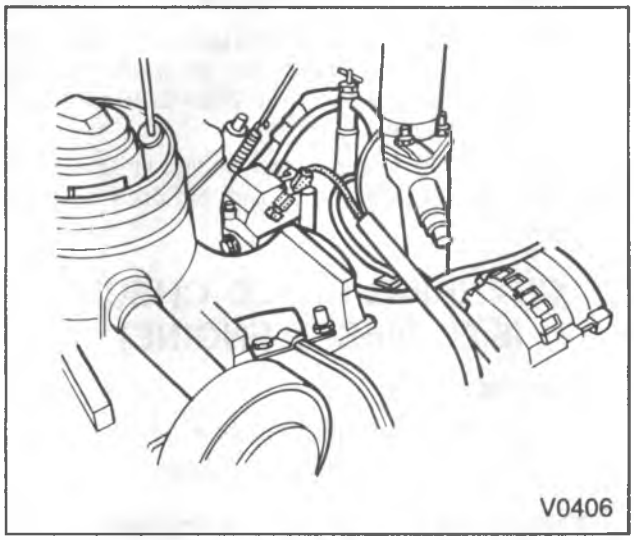

Figure 1—Fuel Solenoid Wire
2. Disconnect the pink wire (1) from the fuel solenoid terminal of the injection pump. See figure 1.
2. Disconnect the injection pump fuel solenoid lead (1) on the top of the injection pump. See figure 1.